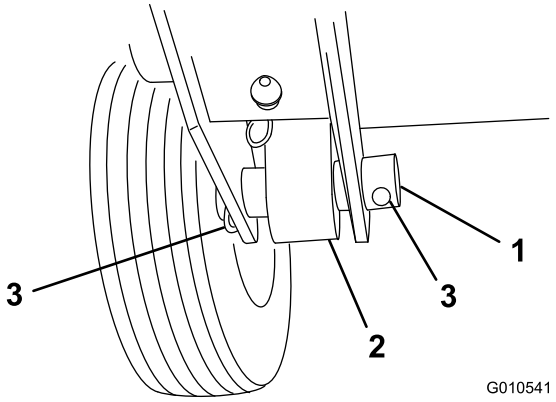

Figur 3
2. Distansbricka (2)
5. Montera den bakre delen av lyftarmen på lyftcylindern med en svängtapp och två saxpinnar (medföljer traktorenheten) (Figur 3).